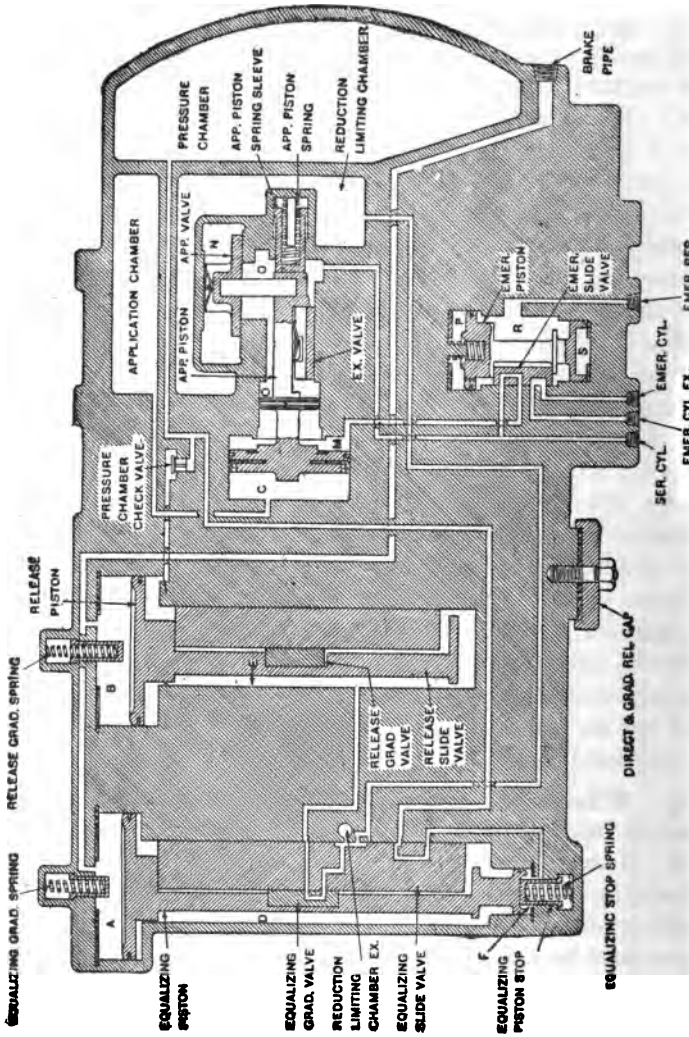
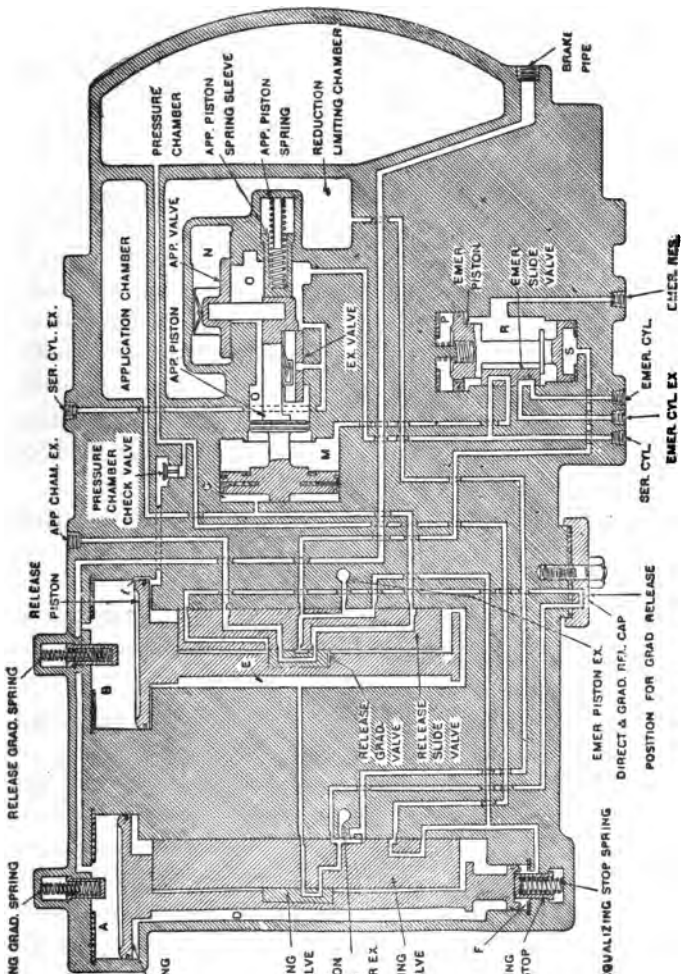

FIG. 138. PRELIMINARY RELEASE POSITION.
FIG. 139. SECONDARY RELEASE POSITION.
A. The increase in brake-pipe pressure in chambers *A* and *B* over that existing in chambers *D* and *E* will cause the pistons and their valves to move downward. The equalizing piston moves first, the parts being designed to require a somewhat greater differential to move the release piston and its valve. Consequently the parts will first assume the position known as *preliminary release*, as shown in Fig. 138, when the equalizing piston strikes the piston stop at its lower end. Chamber *F* is then connected to the *pressure chamber* by way of the equalizing slide valve, so that the pressure in chamber *F*, in addition to the force of the stop spring, insures that the equalizing piston and its valves will hestitate in this position. At the same time, chamber *E* is connected through the equalizing slide valve and graduating valve to the reduction-limiting chamber exhaust, which causes a momentary reduction of pressure in chamber *E*, thereby positively insuring that the release piston is forced to the release position, as shown in Fig. 139. Consequently the *preliminary release* position is only occupied for an instant, and is the first step in the movement of the parts to the full-release position.
A. The venting of air from chamber *E* through the equalizing slide valve and graduating valve and reduction-limiting chamber exhaust, results in forcing the release piston and its valves promptly to release position while the equalizing piston and its valves hesitate momentarily in the preliminary release position as shown in Fig. 139. This position is known as *Secondary Release* position, in which